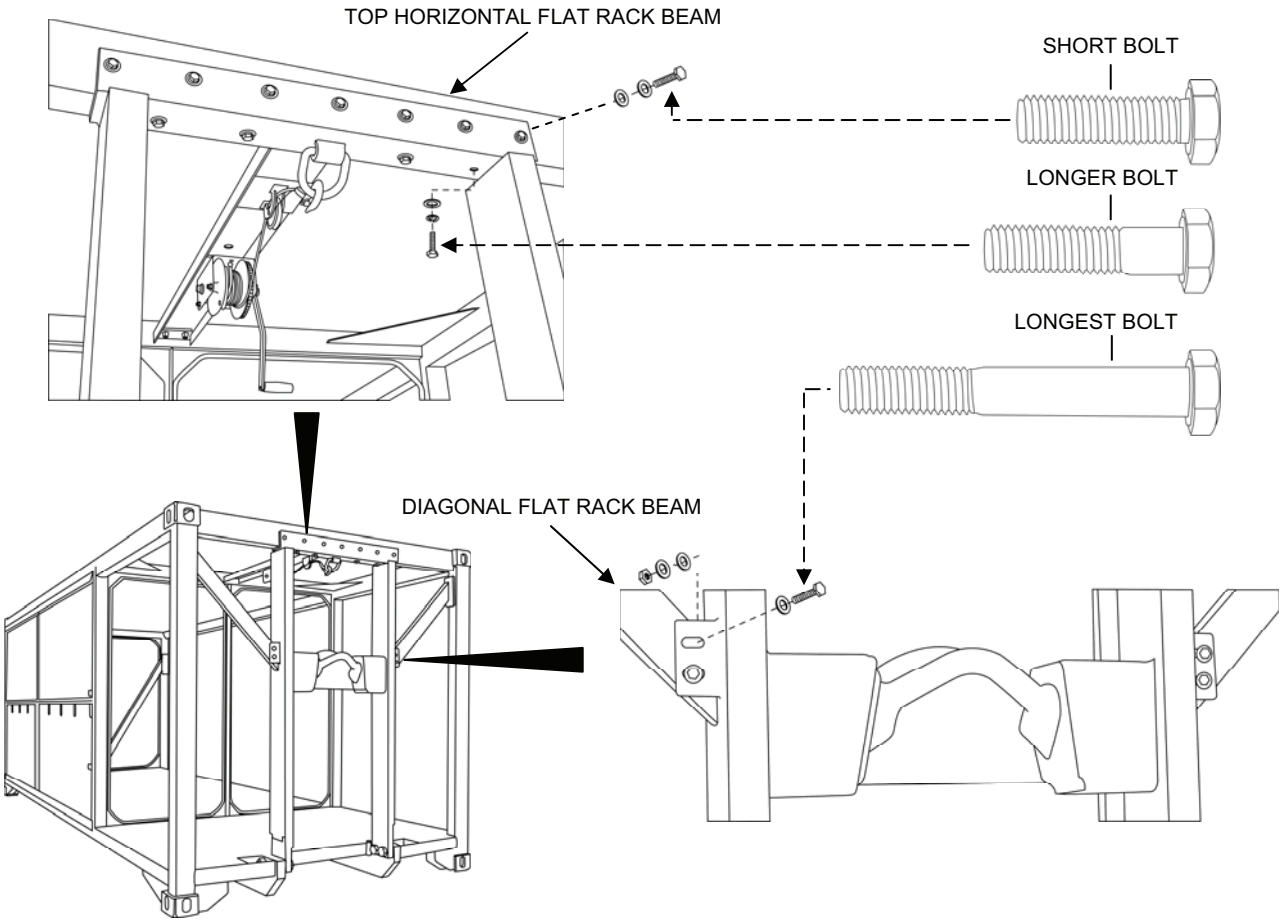

Figure 17. Correct Bail Bar Bolt Installation Locations.
d. Separate the three different size bolts that are used to secure the middle of the bail bar to the diagonal beam of the flat rack and the top of the bail bar to the top horizontal flat rack beam (Figure 17).